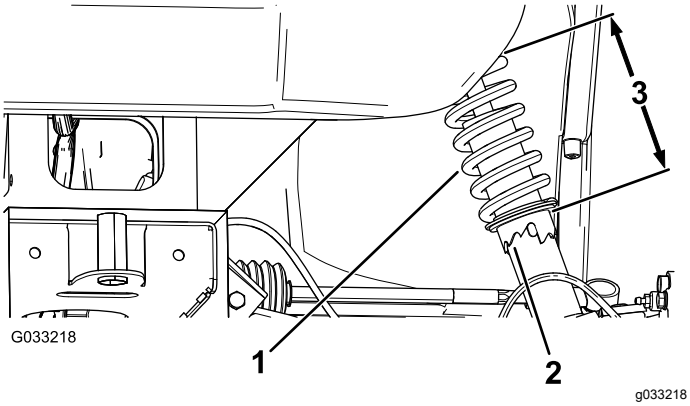

Figuur 46
1. Met gereedschap nr. Toro 132-5069 draait u de kraag van de schokbreker om de lengte van de veer te veranderen (Figuur 46).